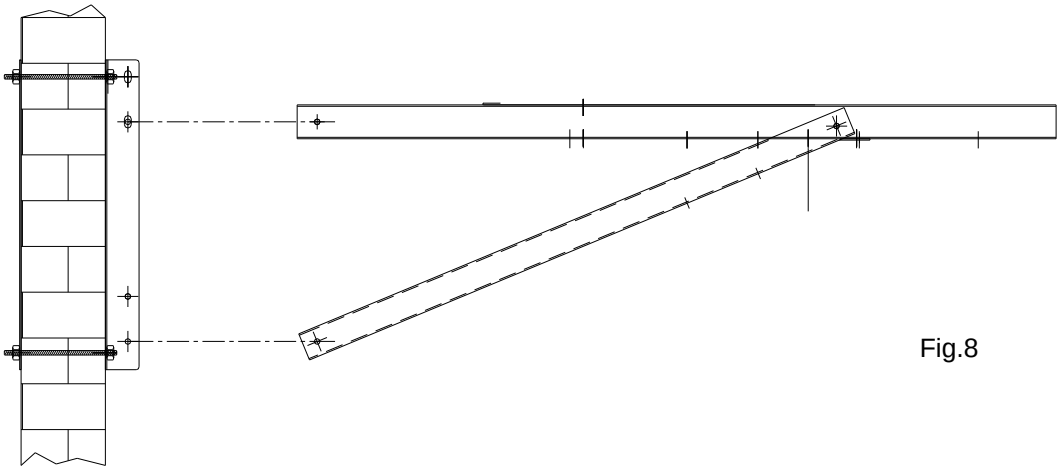

Fig.8
- ✓ Соединить вместе посредством соответствующих винтов (см. рис.8), горизонтальный профиль и профиль под уклоном; после чего зафиксировать все на вертикальных профилях, предварительно заанкерованных к стене, используя самые нижние парные отверстия. (см. рис.8).
На рис. 8 изображена сборка опорных кронштейнов и правильная блокировка генератора к кронштейнам.